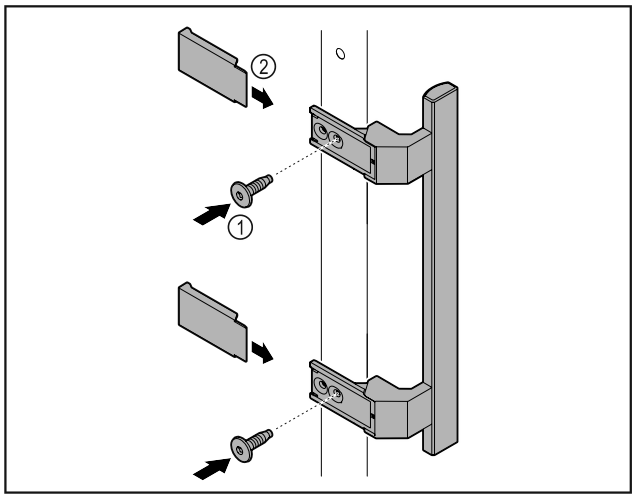

Fig. 42
- ▶ Atașați mânerul din pachetul de accesorii la ușă cu ajutorul șuruburilor incluse *Fig. 42 (1)*.
- ▶ Aplicați capacul *Fig. 42 (2)*.